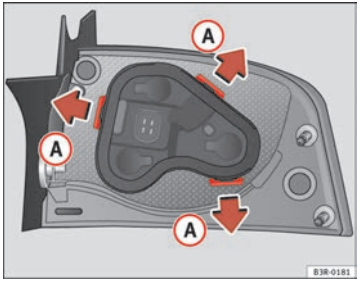

Fig. 212 Retaining tabs on reverse side of tail light
– Release the retaining tabs ⇒ fig. 212 (A).